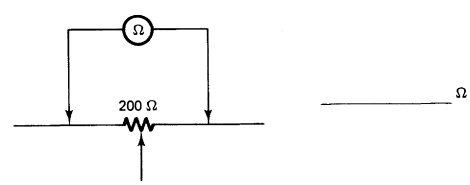

FIGURE 2-1D
9. Using the proper procedure for measuring resistance, measure and record the precise resistance of the 200 Ω pot illustrated in Fig. 2-1D.